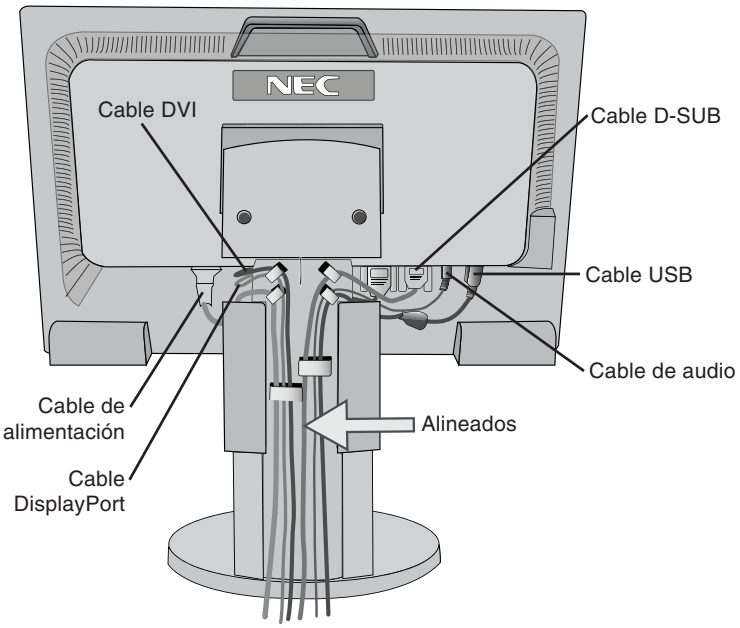
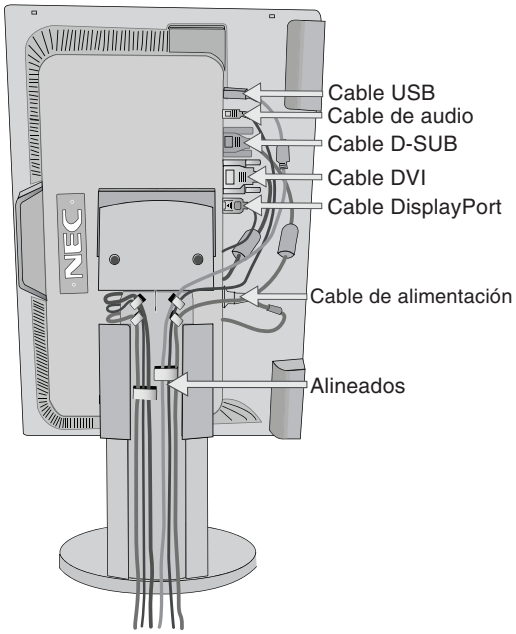

Figura C.2
Figura C.3
5. Para mantener los cables bien ordenados, colóquelos en el sistema de conducto para cables incorporado en el soporte. Introduzca el cable de alimentación y los cables DVI en los corchetes correspondientes, como se indica en la **figura C.2**/ **figura C.3**.
Introduzca el cable D-Sub y los cables USB en los corchetes correspondientes, como se indica en la **figura C.2./figura C.3**.
6. Asegúrese de que todos los cables quedan bien alineados con el soporte (**figura C.2./figura C.3**).